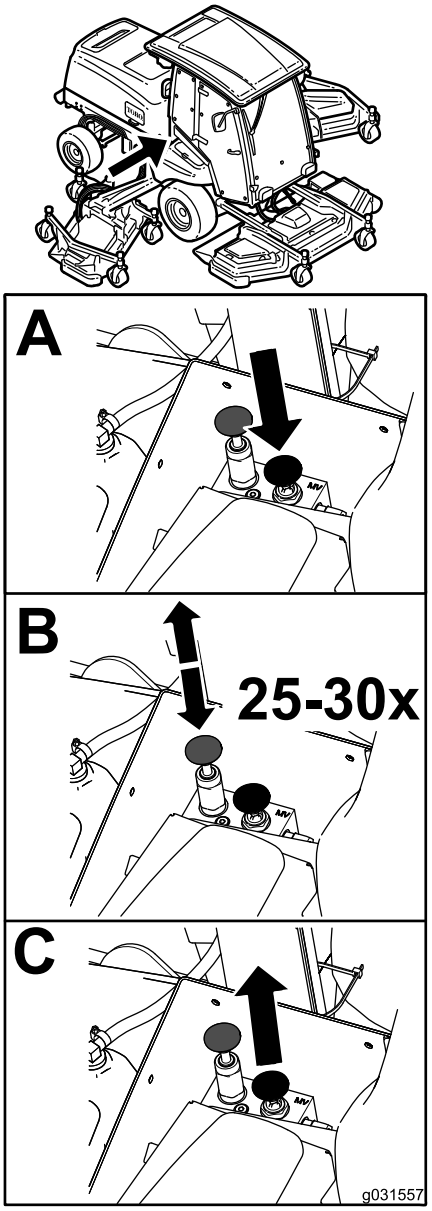

Figur 59
1. Omløpsventiler (2)
4. Frigjør manuelt den automatiske parkeringsbremsen ved hjelp av omløpsventilen og stempelet som vist i Figur 59.